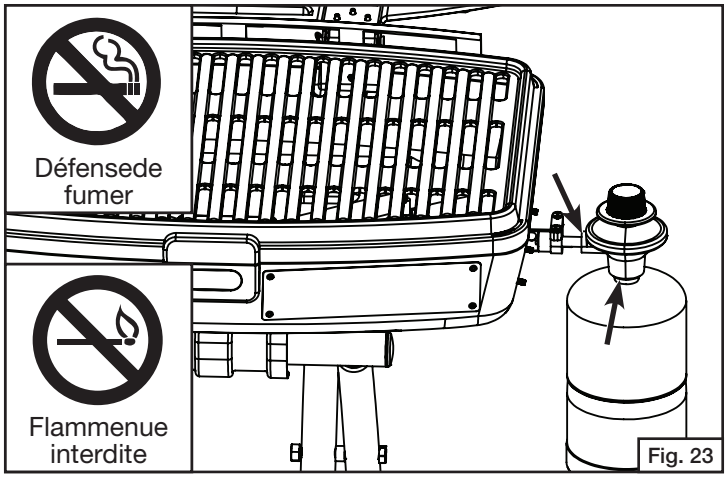

Fig. 23
3. Appliquez la solution savonneuse aux raccordements indiqués par les flèches. (Fig. 23) S'il se produit des bulles à ces endroits, il y a une fuite.